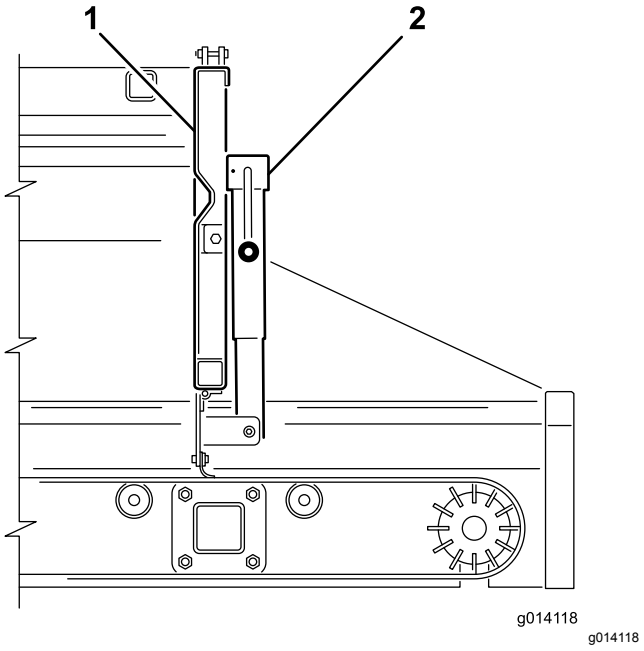
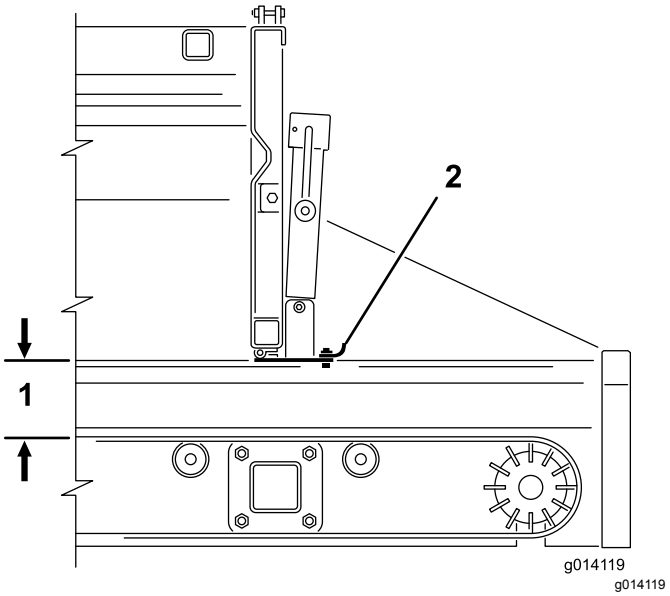

Rysunek 39
Rysunek 40
2. Użyj uchwytu podnośnika, aby otworzyć lub zamknąć regulowaną część klapy tylnej (Rysunek 39 i Rysunek 40). Ogranicza to przepływ materiału przy zastosowaniu osprzętu.